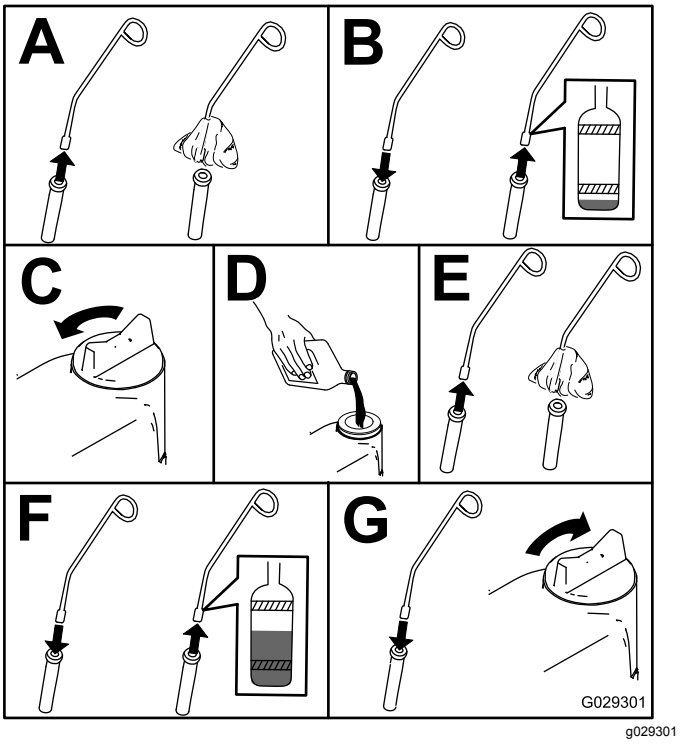

**Figur 47**
3. Kontroller motoroliestanden som vist i Figur 47.